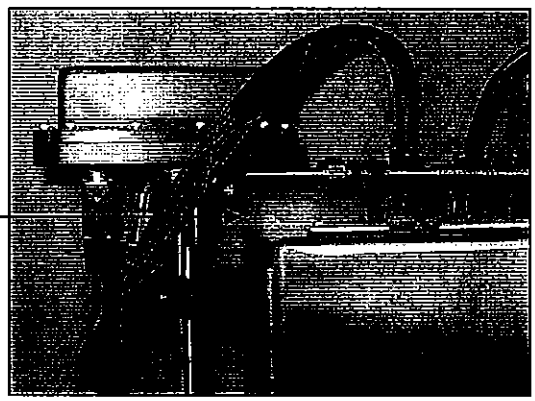

Figure 6: Mounting tab (identical on each rear corner of enclosure at the top and bottom)
2. Mark the hole in one of the top tabs with a pencil. (See Figure 6.)